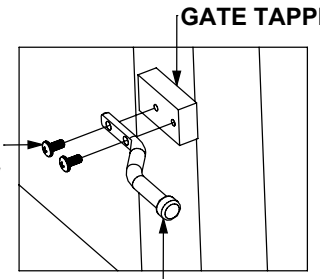
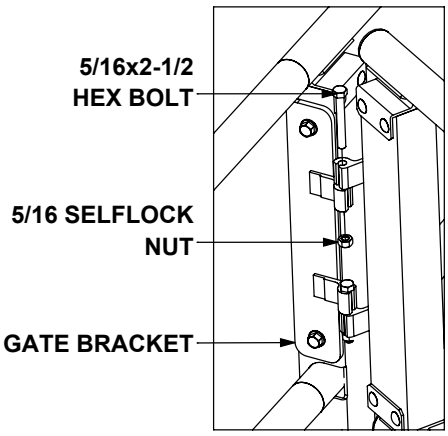

FIG.1C
FIG.1D
STEP 2: Fasten the latch rod to the gate assembly tapped block using 10/32x3/8 machine screws (FIG.1C). Attach gate assembly to the gate bracket using 5/16x2 ½ hex bolts and 5/16 selflock nuts (FIG.1D).